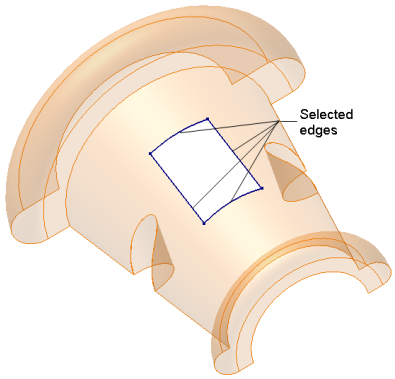

***Figure 18-62*** *3D Sketch created using edges*
8. Select the four edges that resulted from the split surface which was removed from the base surface, see Figure 18-62.